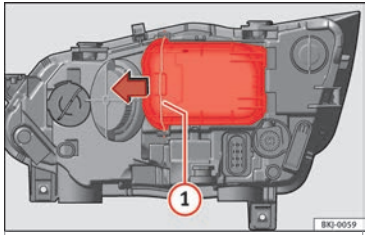

Rys. 111 W komorze silnika: zdjąć osłonę.
– Przesunąć klamrę **››› rys. 111** (1) w kierunku oznaczonym strzałką i zdjąć osłonę.